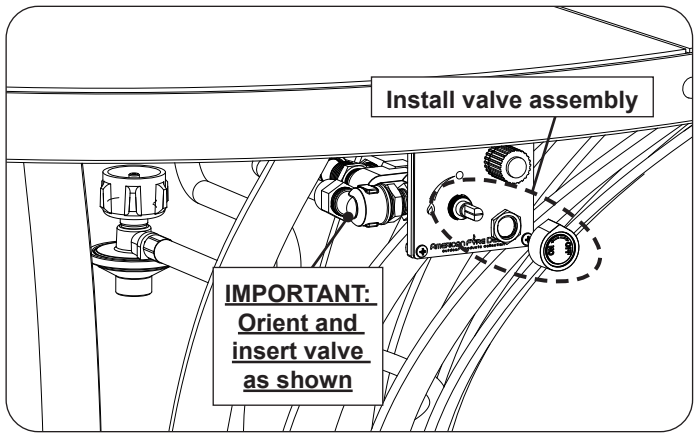

Fig. 36-3 Install valve assembly
7. Insert the valve assembly through the plate (in the base). Replace the nut onto the valve stem, and tighten. Reinstall the control knob. See Fig. 36-3.
Important: **Handle with care to prevent damage to the thermocouple and gas connections. Ensure the valve is oriented and inserted in the manner shown. See Fig. 36-3.**